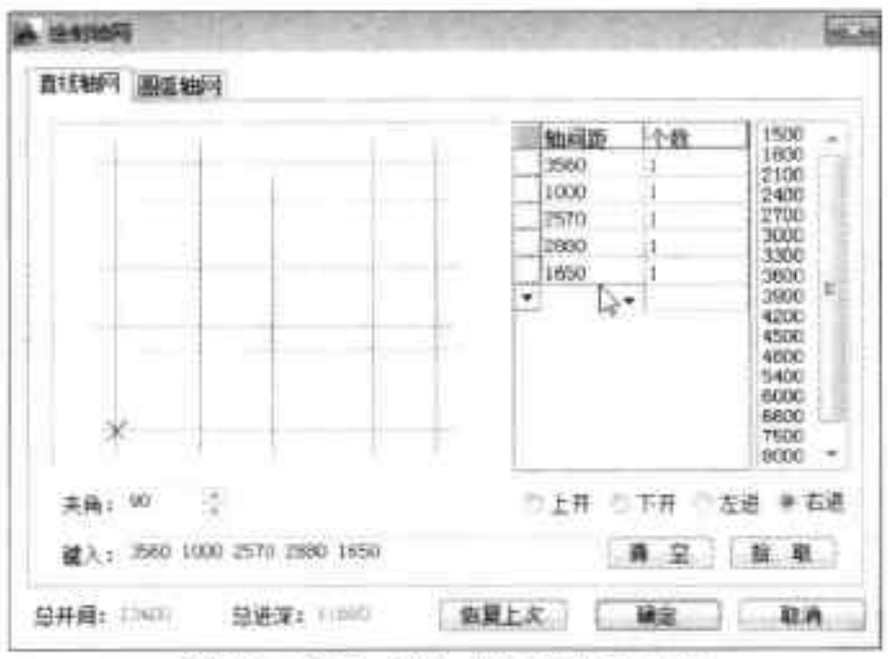

图16-122 输入“右进”尺寸值
Step05 单击“右进”单选按钮，在“轴间距”列表中，输入相应尺寸值，如图 16-122 所示。